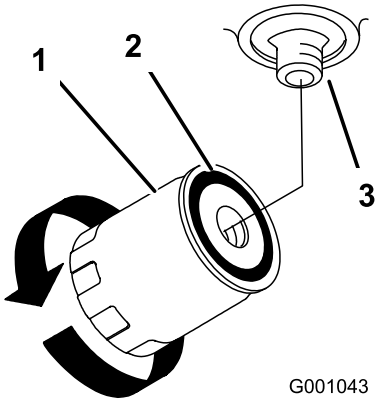

Figuur 51
4. Ga naar het filter aan de onderkant van de motor en plaats een opvangbak onder het filter (Figuur 51).
5. Verwijder het oude filter en veeg de pakking van de filtertussenstuk schoon (Figuur 51).
9. Als het hydraulische filter vol is, moet het filter rechtsom draaien totdat de rubberen pakking contact maakt met het filtertussenstuk. Draai het filter vervolgens nog eens 1/2 slag (Figuur 51).